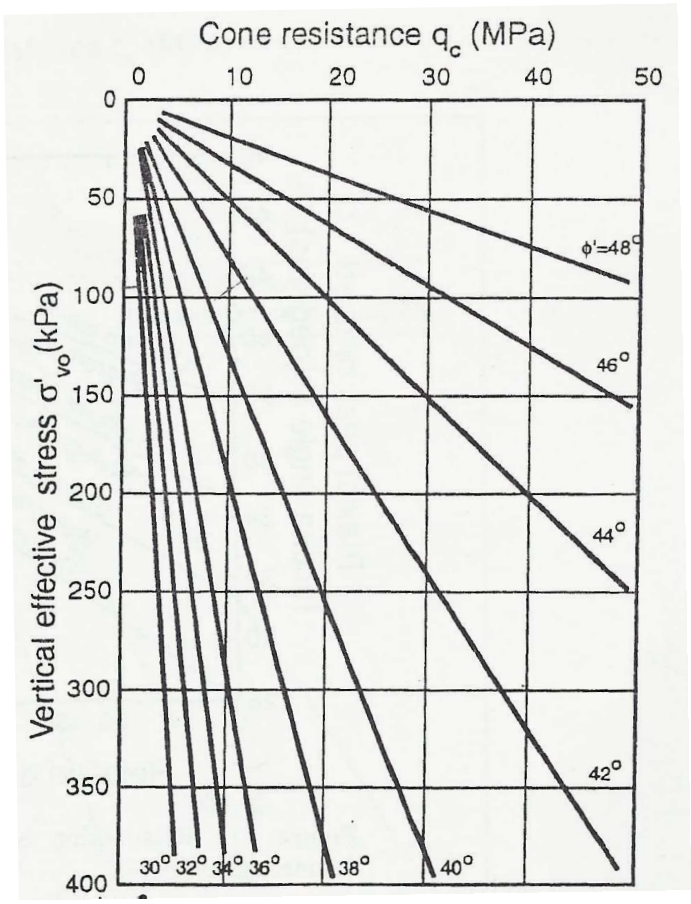

**Figure 1. Correlation between cone data and angle of internal friction (Robertson and Campanella, 1983)**
- Estimate angle of shearing resistance of the soil ($\phi'$) at depth 7.5 m using the graph given in Figure 1.
- Estimate $\phi'$ at depth 7.5 m from Figure 1 where $p'_o$= effective overburden pressure;